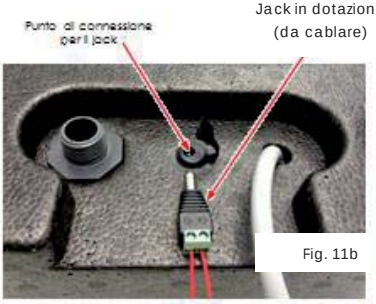

Fig. 11b
- **Digitale 2**: ingresso da fotovoltaico. Quando si chiude un contatto pulito tra i morsetti morsetti dei jack in dotazione fig. 11b (cavo: bianco/verde) è abilitata la funzione "Green". Tale funzione sfrutta l'eventuale sovra produzione di energia elettrica e provvede ad innalzare la temperatura dell'acqua nell'accumulo fino ad un valore stabilito dall'utente (60°C di fabbrica, modificabile parametro SP6).